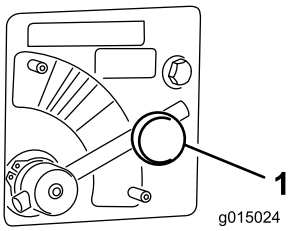

**Figur 33**
1. Løsne knotten som fester spinnerventilhendelen (Figur 33).
2. Roter spinnerventilhendelen til ønsket farge (Figur 33).
Flytt spinnerventilhendelen til det **BLÅ** området (MAKS. HASTIGHET) (Figur 33). Når hendelen vris helt med klokka, skal den stå i horisontal stilling.